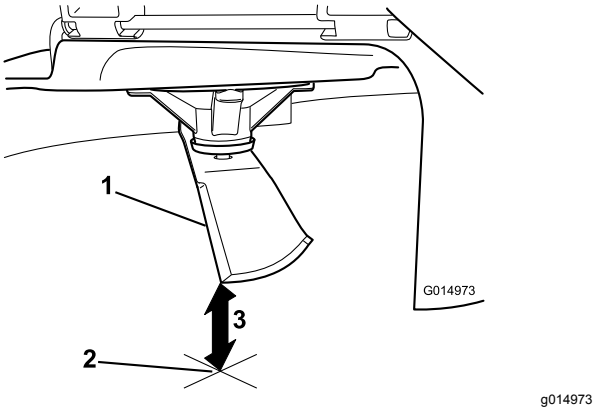

Rysunek 66
5. Zmierz odległość od końcówki ostrza do płaskiej powierzchni (Rysunek 66).